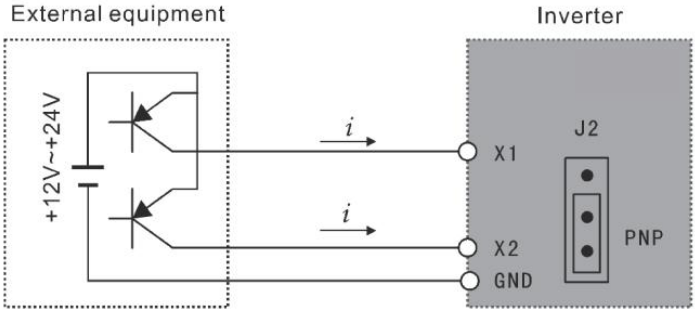

Figura 3-2 Modalità di cablaggio di tipo PNP
(2) Quando si adotta la modalità di cablaggio di tipo PNP per le apparecchiature esterne, viene indotta la logica di tipo sorgente e la corrente fluisce dal terminale di ingresso (corrente di assorbimento) come mostrato nella Figura 3-2 , allo stesso tempo è richiesto il parametro P067=1.